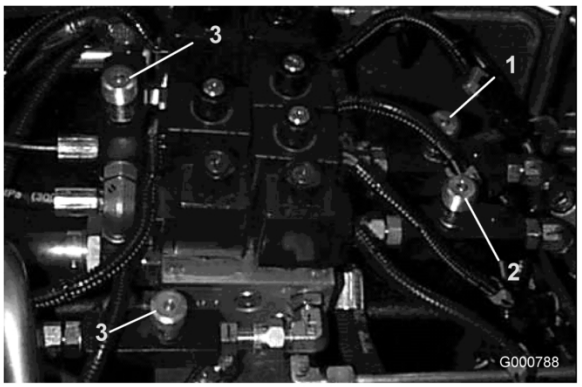

Figuur 74
1. Ga naar de kleppen onder de stoel om de frontmaaidekken af te stellen (Figuur 74).
9. Ga naar de kleppen onder de stoel om de zijmaaidekken af te stellen (Figuur 74).